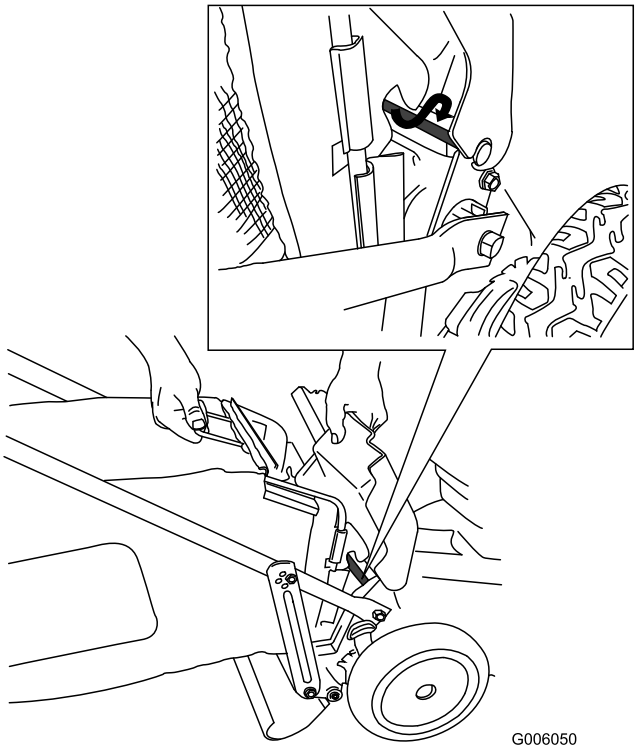

Bild 23
1. Heben Sie die hintere Klappe an und halten Sie sie hoch (Bild 23).
3. Hängen Sie den Korb an der Klappenstange ein (siehe Einsatz Bild 23).